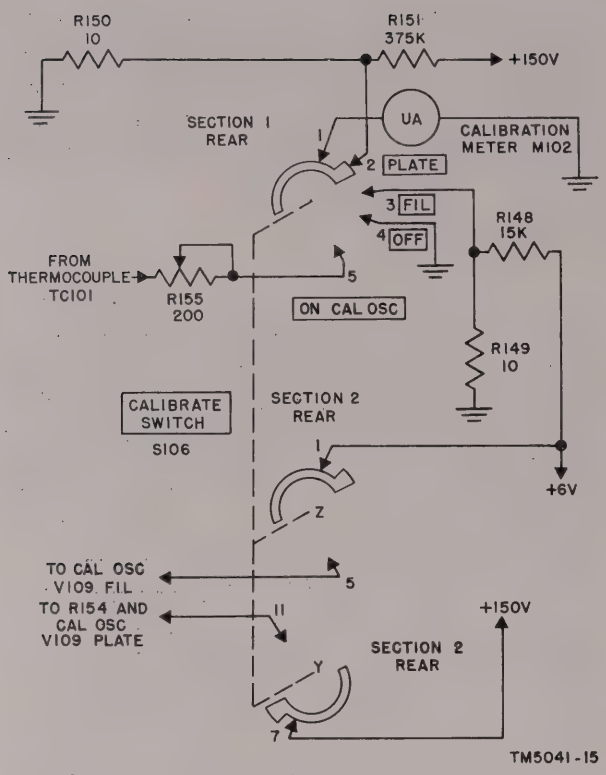

Figure 15. CALIBRATE SWITCH circuits.
b. Oscillator Operation. The calibrating-oscillator stage, V109, using a type 6C4 triode, is connected in a modified Colpitts oscillator circuit. The grid of V109 is tuned by T110, which consists of a coil and a capacitor in each of the three frequency bands. The coils are slug-tuned. Continuous tuning within each band is provided by a dual rotor capacitor, C167A and C167B, the CAL OSC FREQUENCY control. Capacitor C168 and resistor R153 develop grid-leak bias. The plate of V109 is connected directly to the tuned grid circuit to provide the feedback necessary to maintain oscillation. RF choke L110 and capacitor C171 filter the plate current to keep RF pulses from the B supply. RF choke L111, with capacitors C170 and C169, filters RF currents in the heater circuit. The OSCILLATOR OUTPUT control, R154, permits variation of plate voltage to V109 for adjustment of oscillator signal output to the standard level of 10,000 microvolts (*d*(4) below). Output of the calibrating oscillator is taken from the secondary winding of T110, and coupled by transformer link T112 to calibrating-oscillator attenuator Z103. The signal is attenuated at a ratio of 50 to 1 in Z103. When PUSH TO CAL. switch S107 is pressed, the receiver antenna is disconnected, and the calibrating-oscillator signal from Z103 is fed through the RF attenuator to the receiver input.
c. Thermocouple Circuit. The RF output of the calibrating oscillator is also coupled by link transformer T112 to thermocouple TC101; this RF output heats the thermocouple. At the junction of the two dissimilar metals in TC101, a voltage proportional to the signal output of the calibrating oscillator is developed. With CALIBRATE SWITCH S106 (fig. 15) in the ON CAL OSC position, the thermocouple output is fed to calibration meter M102 through RF chokes L112 and L113. These chokes and feed-through capacitor C176 filter RF from the meter circuit.
d. CALIBRATE SWITCH and Calibration Meter Circuits (fig. 15). CALIBRATE SWITCH S106 has four positions.
(1) In the PLATE position, section 1 rear